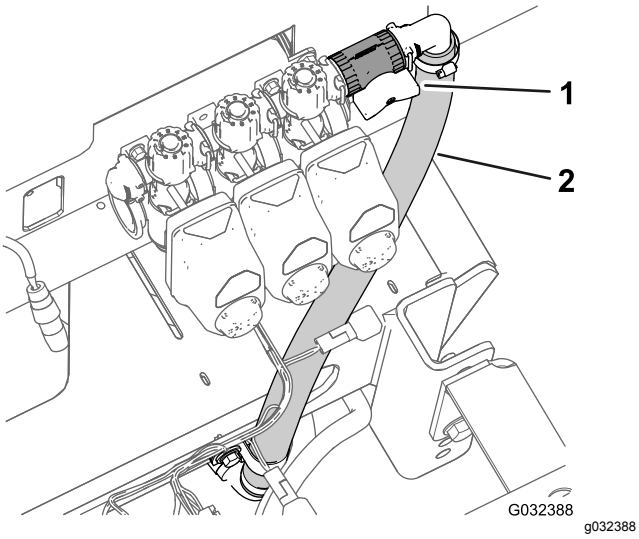
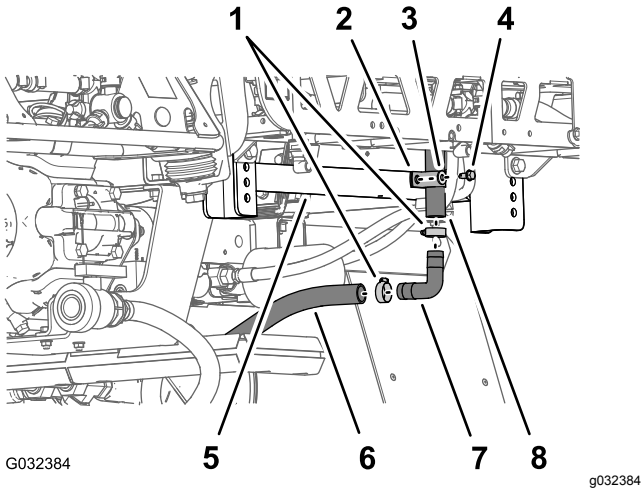

Figuur 50
Figuur 51
1. Verwijder onderaan, bij de bovenste omloopslang, de flenskopbout (5/16 x 3/4 inch), ring (5/16 inch) en R-klem waarmee de bovenste omloopslang bevestigd is aan de achterste zittingplaat van de machine (Figuur 50 en Figuur 51).
2. Verwijder de 2 slangklemmen waarmee de bovenste omloopslang en de onderste omloopslang bevestigd zijn aan de geribde fitting van 90° (Figuur 51).
3. Verwijder de geribde 90°-fitting van de slangen (Figuur 51).
5. Verwijder de T-fitting van de slang van de aftapplug en de achterste aftapslang van de tank (Figuur 51).